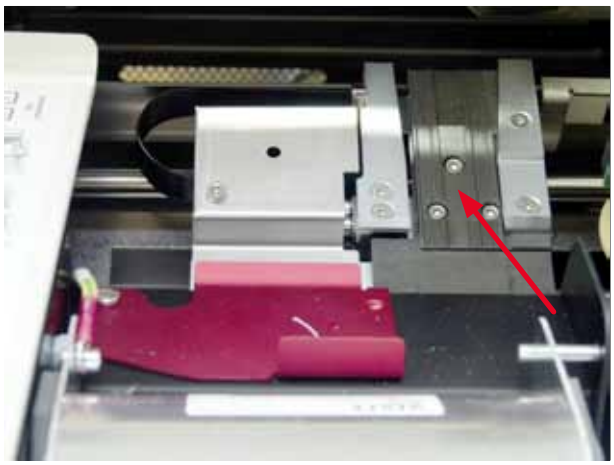

Fig. 49
- Transportstation (→ "Fig. 49")
- Luk klappen efter rengøring, og før apparatet bruges (→ "Fig. 49").